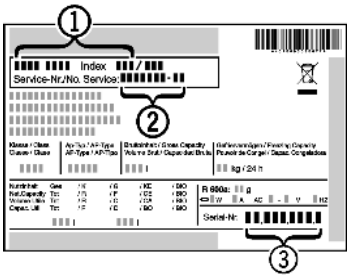

Fig. 46
▶ Считать обозначение устройства *Fig. 46 (1)*, сервисный номер *Fig. 46 (2)* и серийный номер *Fig. 46 (3)* с заводской таблички. Заводская табличка находится внутри устройства слева.